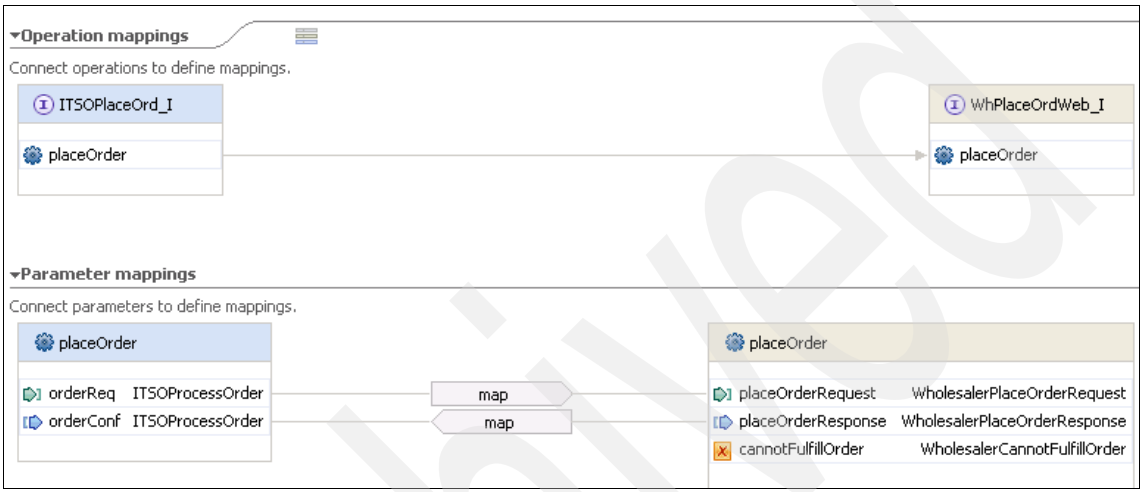

Figure 10-89 Interface map ITSO_to_WhB_Order
b. Build the interface map ITSO_to_WhB_Order in the ITSOElectronics module, as shown in Figure 10-89.